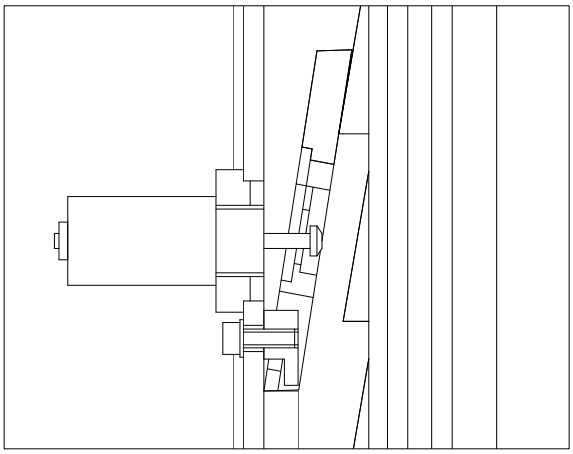

Fig. 33
• Install safety devices, which including solenoid, self-locking board and hook according to Fig.33.